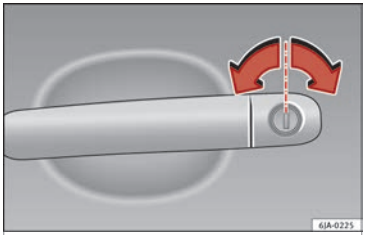

Fig. 3 Driver door release lever with lock cylinder.
- Insert the key shaft into the lock cylinder to unlock or lock the vehicle ››› **Fig. 3**.